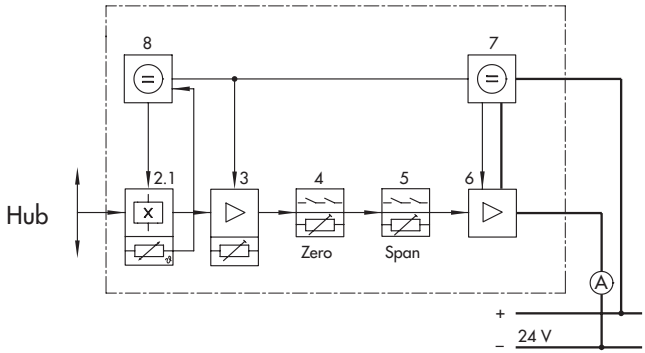

*Bild 2 · Wirkbild*
die Welle (2) auf das Magnetsystem (2) des Stellungsmelders übertragen (vgl. Bild 2). Dadurch ändert sich das Magnetfeld und damit die Spannung in dem nach dem HALL-Effekt arbeitenden Sensor (2.1).